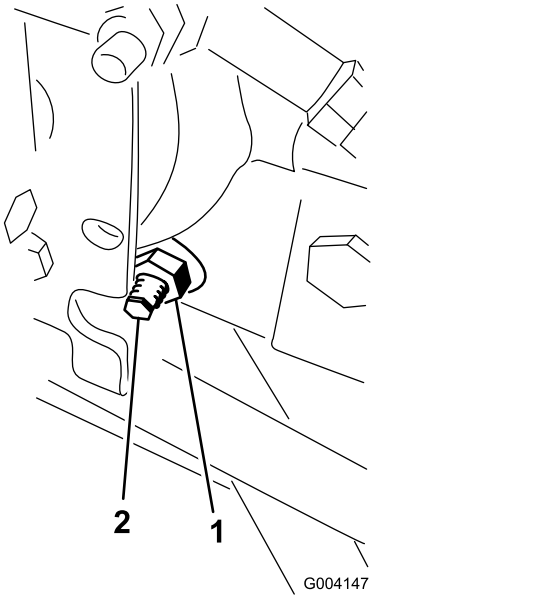

Figur 92
3. Løsn låsemøtrikken på traktionsjusteringsknasten til højre for hydrostaten (Figur 92).